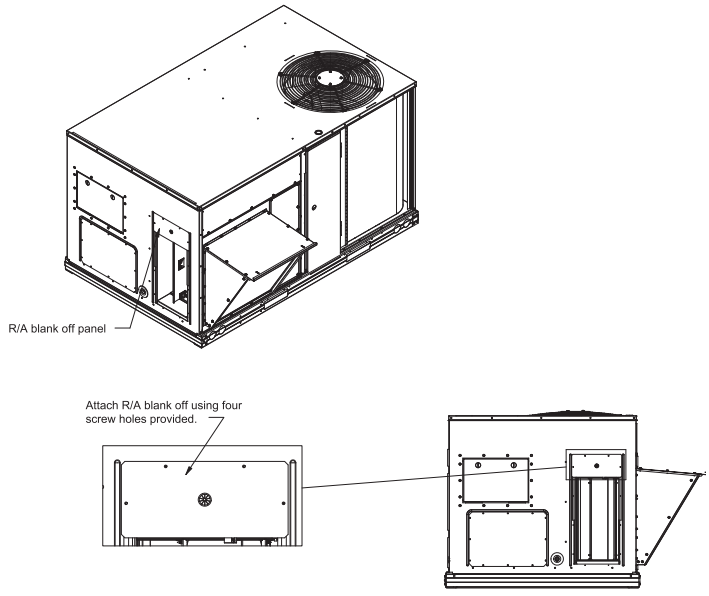

Figure 7 - Attach R/A Blank Off Panel
Step 10: Attach R/A blank off panel as shown in Figure 7. Use #10-16 5/16" sheet metal screws. Grommet must be installed before duct work is installed.